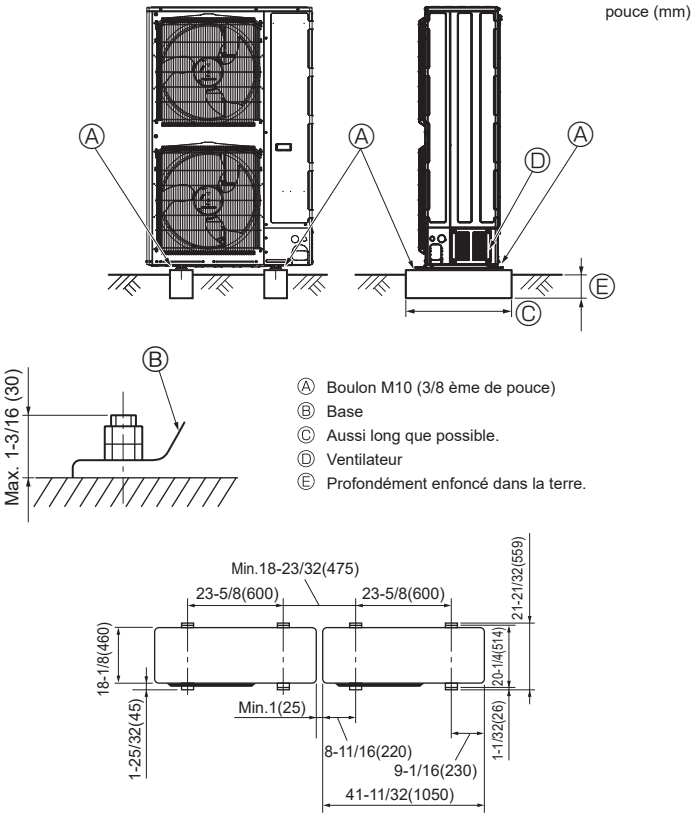

Fig. 3-1
- Bien installer l'appareil sur une surface solide et de niveau, de façon à éviter tout bruit de crécelle pendant le fonctionnement. (Fig. 3-1)